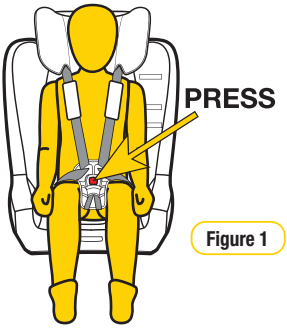

Figure 1
**Step 2:** To release your child from the restraint simply press the harness buckle and carefully remove your child from the restraint (refer Figure 1).